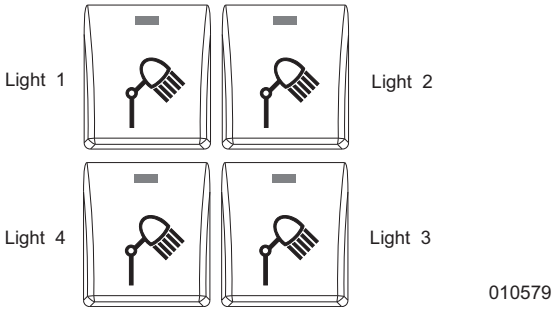

Figure 3-18. Light Fixture ON-OFF Buttons
2. Switch main circuit breaker to ON (I).
3. See ***Figure 3-18***. Press one or more light ON-OFF buttons.
In AUTO mode, light fixtures automatically switch ON, according to the active schedule. Change which lights switch ON by pressing one or more light ON-OFF buttons (***Figure 3-18***).